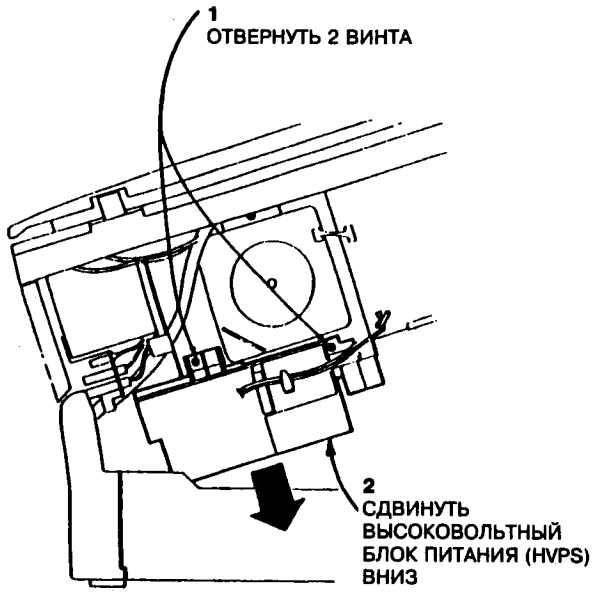

Рис.1 Подготовка к снятию
3. Отвернуть два винта, удерживающие высоковольтный блок питания (HVPS) и сдвинуть высоковольтный блок питания вниз (рис.1).